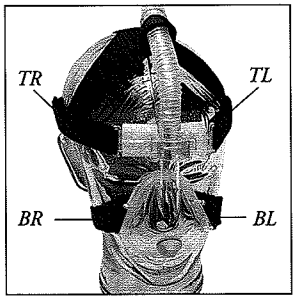

Figura 3
Assicurarsi che la linguetta superiore di sinistra (TL), come illustrato in **Figura 3**, venga inserita nell'apposita asola della maschera marchiata TL. Allo stesso modo assicurarsi che le altre linguette corrispondano alle rispettive asole sulla maschera.